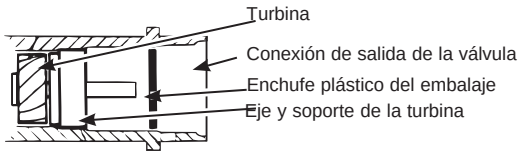

Figura 8
2. Asegúrese de que el ensamble de la turbina gire libremente en el puerto de “salida” de la válvula; (consulte la Figura 8).